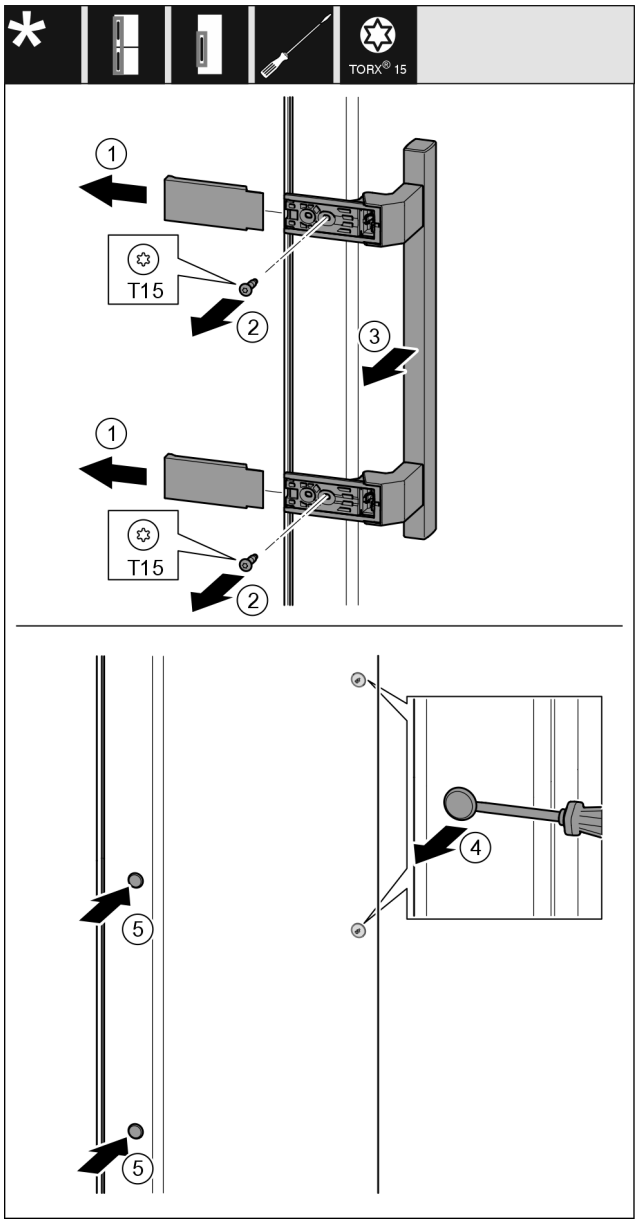

Fig. 21
▶ Îndepărtați capacul *Fig. 21 (1)*.
▶ Demontați șuruburile *Fig. 21 (2)* cu șurubelnița.
▶ Îndepărtați mânerul *Fig. 21 (3)*.
▶ Ridicați cu precauție dopul lateral *Fig. 21 (4)* cu o șurubelniță plată și extrageți-l.
▶ Introduceți dopul *Fig. 21 (5)* pe partea opusă.